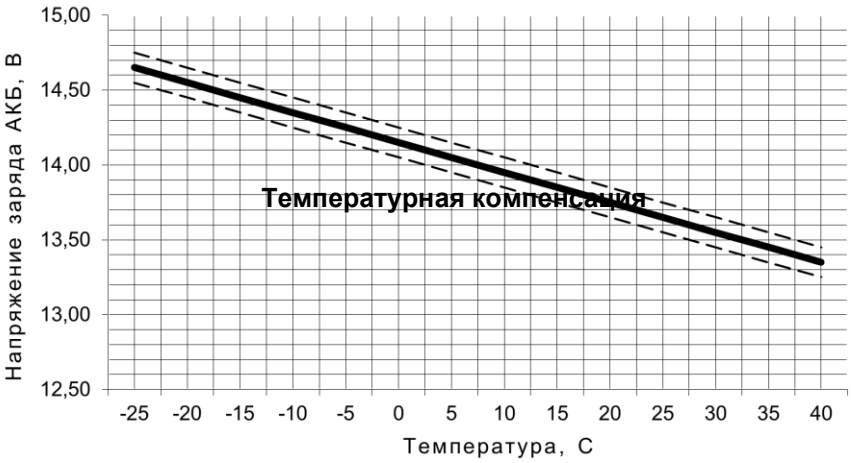

Рисунок 2 **-** Зависимость напряжения заряда АКБ от температуры
**Без установки термодатчика заряд батареи осуществляется без термокомпенсации, при этом напряжение заряда АКБ будет соответствовать значениям, установленным для температуры окружающей среды +25 ºС (см. рисунок 2)**